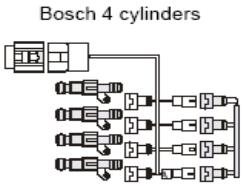
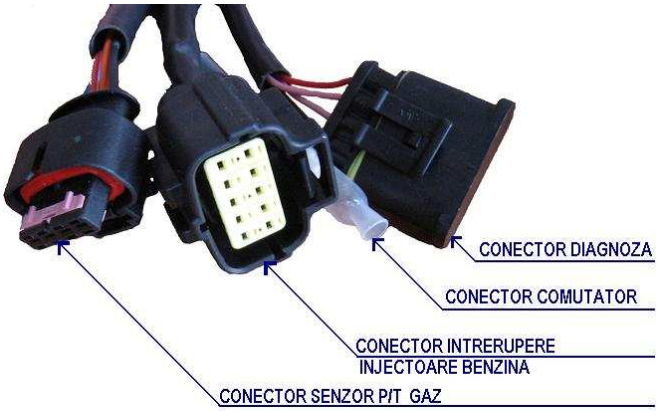

fig 2
fig 7
***SANDERO** – Les signaux adressés aux injecteurs d'essence sont repris par ECU gaz par l'intermédiaire d'un câblage spécial (fig.2 ; fig.7) interposé entre les injecteurs d'essence et le circuit original de commande de ceux-ci (câblage d'interruption de l'injection d'essence).*